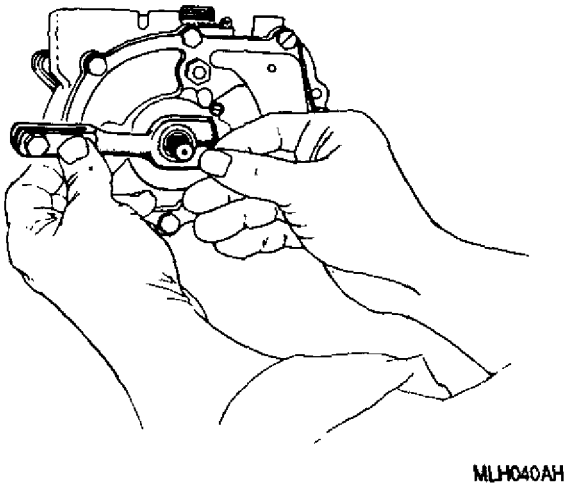

Figure 20. Installing Propeller Setting Arm
a. Install propeller setting arm (10) on propeller (power lever) shaft assembly (37) with scribe marks on lever and shaft aligned (figure 20). Torque locknut to 60 − 65 lb in. Loosen, then re−torque to 45 − 50 lb in. and lockwire. (QA)